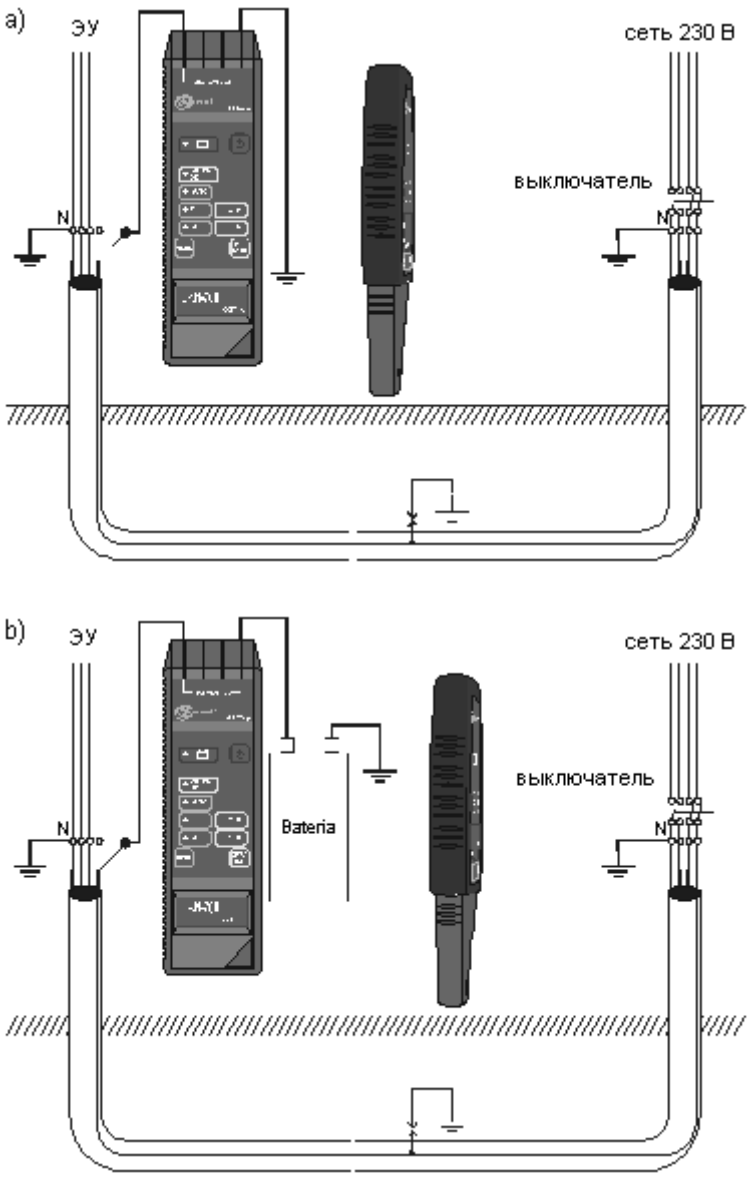

Рис.24 Поиск места пробоя кабеля на землю
- Соединить одно из гнезд 1, 2 генератора к заземлению, другое – к отключенному фазному проводнику (Рис.24.а);
При большом сопротивлении проводника напряжение, создаваемое генератором, может быть недостаточным для необходимой величины тока: 10 мА, 20 мА или 40 мА (диод 9 „OUTPUT OK" не светится). Нужно между генератором и одним из проводов включить дополнительный источник питания с достаточно высоким напряжением (Рис.24.б) и изменить режим работы генератора на «токовый» „M". В схеме с рис. 24., а можно также применить «силовой» режим „E", помня об установлении режима работы приемника «токовый» „M".